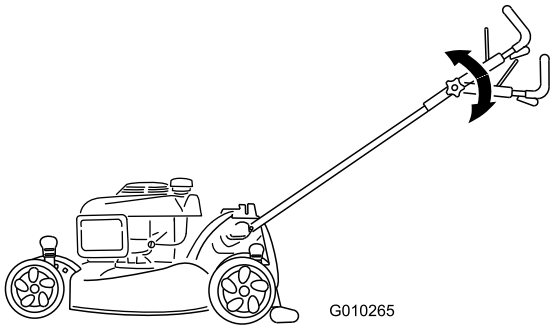

Figur 17
2. Flyt det øverste håndtag hen til den ønskede position (Figur 17).